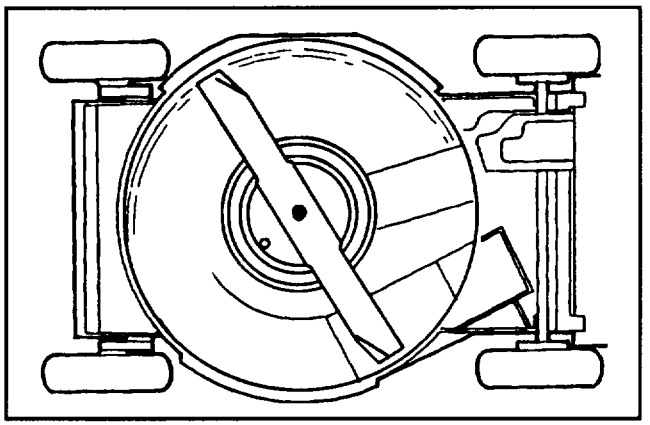

Abbildung 26
3. Den Mäher auf die linke Seite kippen (Abb. 26). Drehen des Mähmessers vermeiden, da das zu Startproblemen führen könnte.